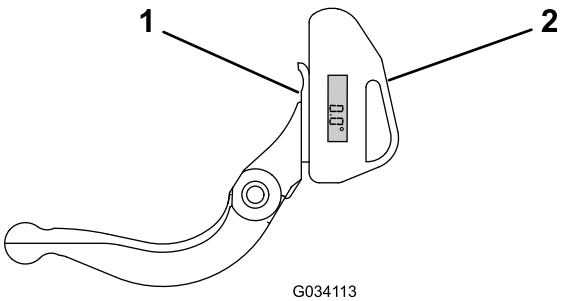

Figur 27
1. Placer vinkelindikatoren på undersiden af bundkniven som vist i Figur 27.